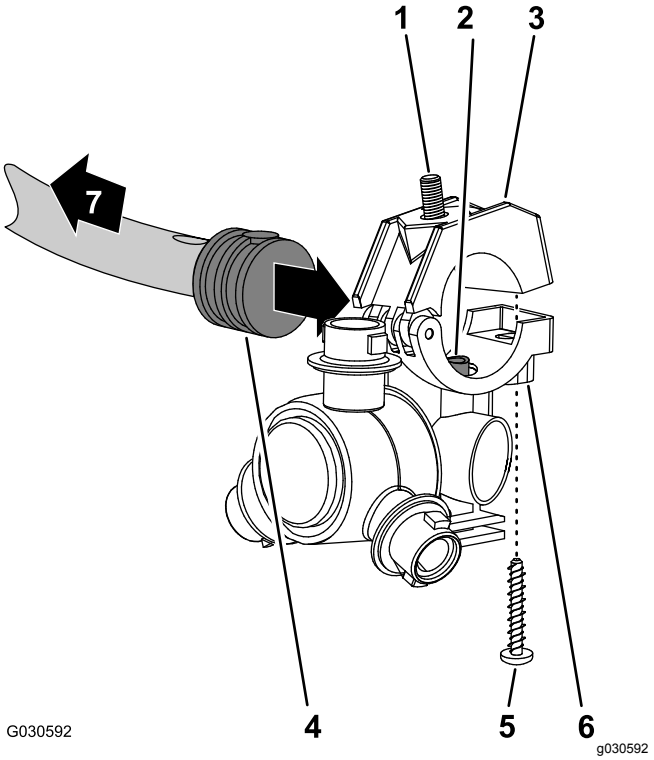
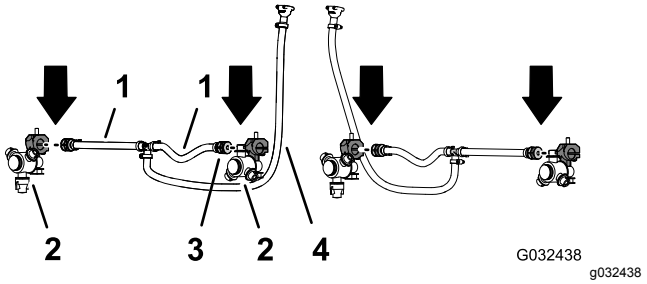

Figuur 79
Figuur 80
2. Ga naar de 2 spuitdoppen van de completeringsset van het GeoLink spuitsysteem. Verwijder de schroef in roestvrij staal waarmee de bovenste klemhelft aan de zitting is bevestigd (Figuur 79).
3. Zoek de opening in de zijkant van de enkele steel met slangribbel aan het uiteinde van de slang van 25 cm van de slang-eenheid (spuitklep 5 of 6) voor de middelste spuitboom (Figuur 79 en Figuur 80).
4. Lijn de verbindingsbuis in de zitting van een spuitdop (Figuur 79) uit met de opening in de zijkant van de enkele steel met slangribbel (½").
5. Sluit de bovenste klemhelft rond de geribde slangaansluiting en zet de halve klem en sproeikopbehuizing (Figuur 79) vast met de roestvast stalen schroef (nr. 12 x 1¼"); draai de schroef aan met 14 tot 18 N·m
6. Gebruik de spuitdop, inbusbout en schroef van roestvrij staal die u verwijderd hebt in stap 1 en 2 van De spuitdoppen van de spuitmachine verwijderen (bladz. 33) en herhaal stap 3 tot 5 voor de enkele steel met slangribbel (Figuur 79 en Figuur 80) aan het uiteinde van de andere slang van 25 cm.
7. Gebruik de 2 spuitdoppen die u verwijderd hebt in stap 4 van De spuitdoppen van de spuitmachine verwijderen (bladz. 33) en herhaal stap 3 tot 5 voor de enkele steel met slangribbel van de andere slang-eenheid (spuitklep 5 of 6) voor de middelste spuitboom (Figuur 79 en Figuur 80).